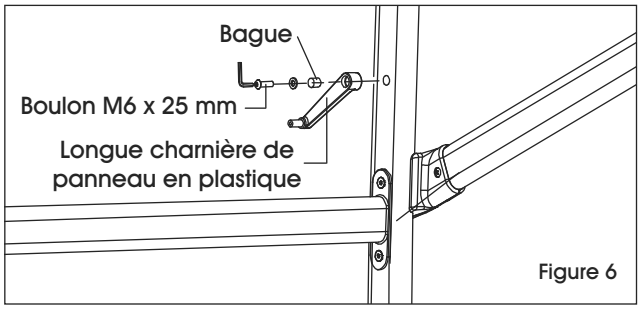

Figure 6
8. Utilisez un boulon M6 x 25 mm (10), une rondelle (14) et une bague (15) pour fixer une longue charnière de panneau en plastique (8) sur la partie centrale du pied étant sur le même côté que le petit support de panneau en plastique. (Voir Figure 6)